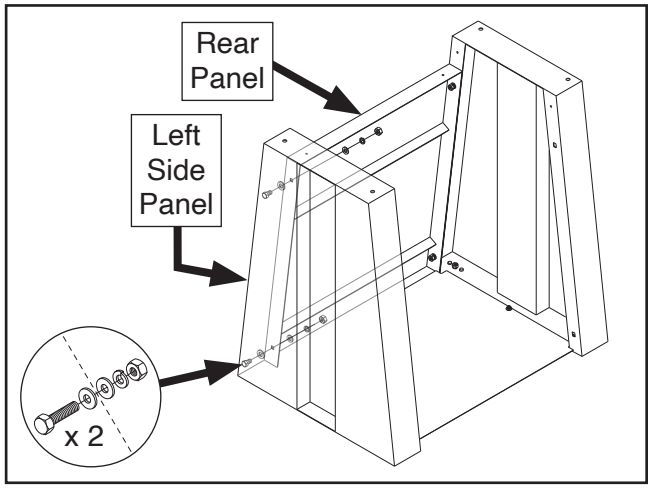

Figure 10. Left side panel attached to rear panel.
5. Attach left side panel to rear panel with (2) M8-1.25 x 25 hex bolts, (4) 8mm flat washers, (2) 8mm lock washers, and (2) M8-1.25 hex nuts (see **Figure 10**).